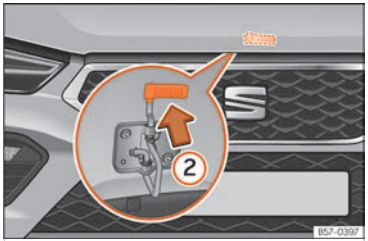

Fig. 208 Palanca sota el capó.
- Per aixecar el capó, feu pressió cap amunt sobre la lleva situada sota el capó ››› **fig. 208** ②. El ganxo de subjecció queda desbloquejat.